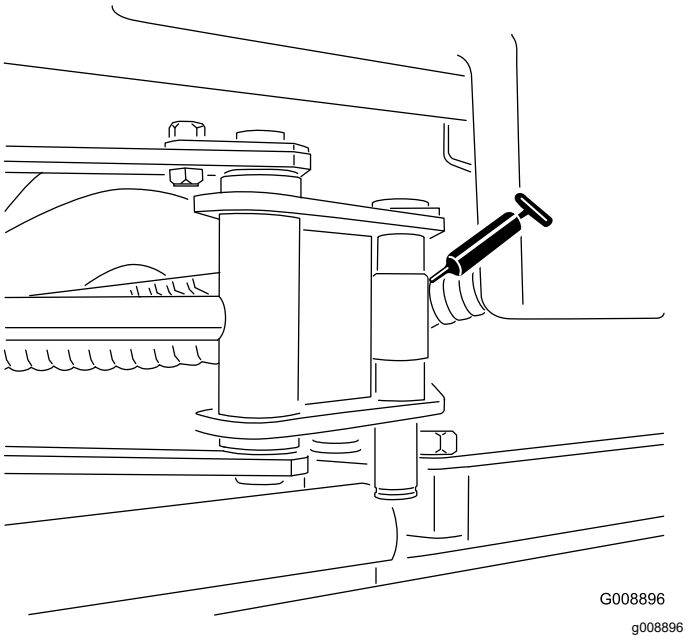

Figur 47
- Sylinderender på siden (2: kun modell 03171) (Figur 47)